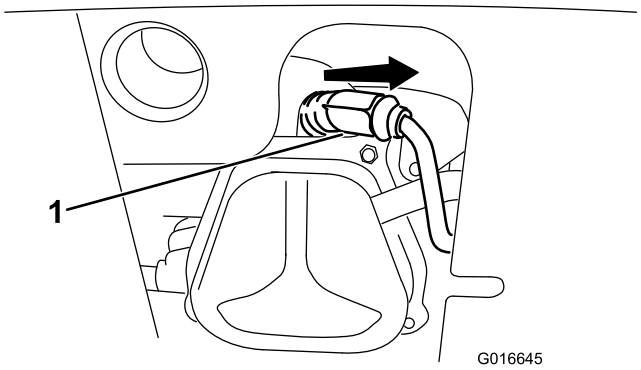

Rysunek 48
1. Zdejmij osłonę (Rysunek 48).